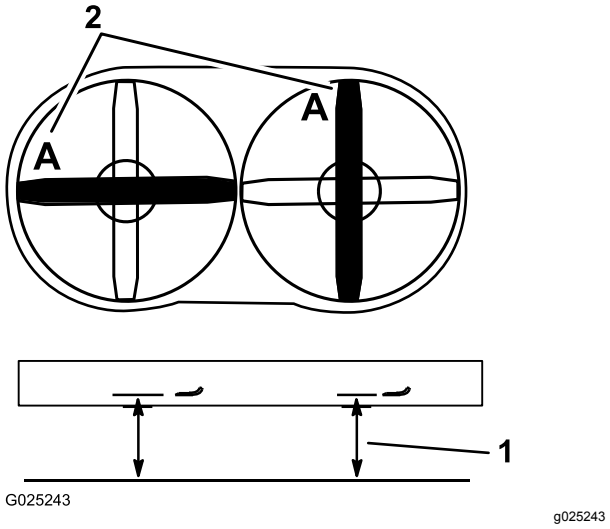

Figur 73
2. Mål fra en plan overflade til skæreknivenes skærekant, position **A** (Figur 73).